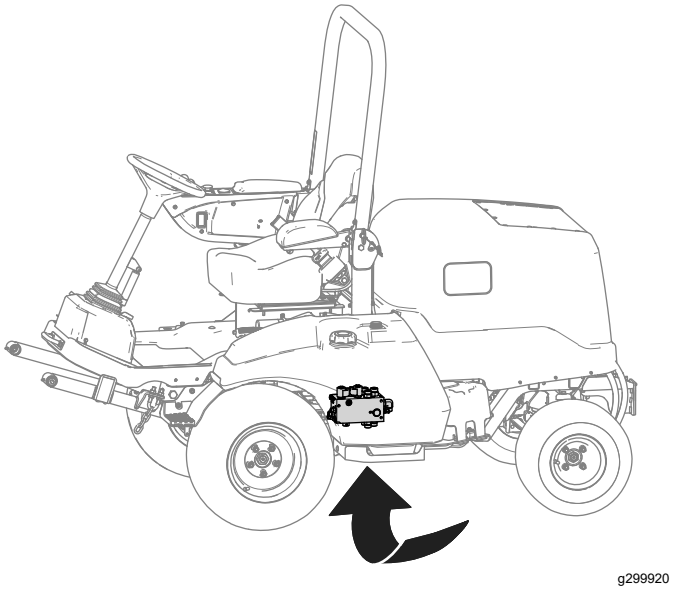

**Figura 8**
A. Mettete una bacinella di spurgo sotto il collettore idraulico (mostrato in Figura 8).